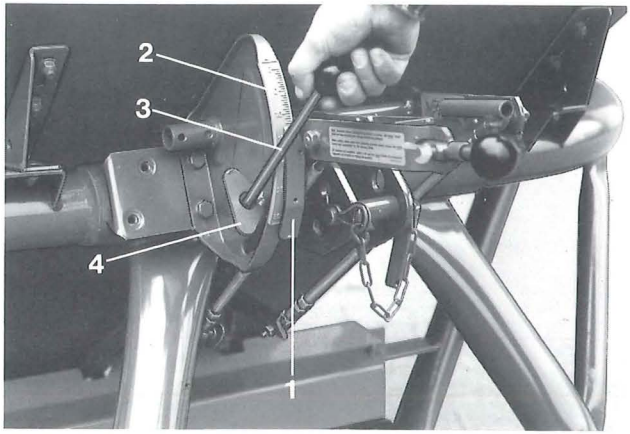

Fig. 3
2.2.68 Spargendo superfosfati, marna o concimi granulari (cattivo immagazzinamento) togliere ogni volta che si svuota la tramoggia il deposito anulare che si forma sul fondo aiutandosi con la leva (fig. 3/3). Togliere anche il deposito sulle palette e sui piatti.
La regolazione della quantita' da distribuire viene eseguita spostando l'indice (fig. 3/1) lungo la scala graduata (fig. 3/2). Allentare la vite di fermo (fig. 3/4) con l'aiuto della leva (fig. 3/3) e porre l'indice (fig. 3/1) sul valore indicato dalle tavole di distribuzione. Quindi stringere a fondo la vite (fig. 3/4).